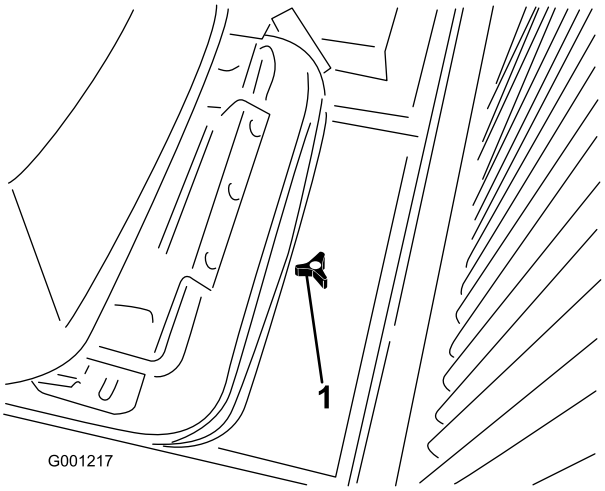

Figur 32
1. Løsn knappen, og fjern adgangsdækslet bagest på sædemonteringspladen (Figur 32).